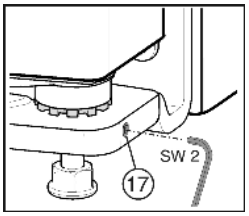

Fig. 12
▶ Немного выкрутите установочный винт *Fig. 12 (17)* (максимум на один оборот).
▶ Снова затяните установочный винт *Fig. 12 (17)*, чтобы зафиксировать опорный винт.